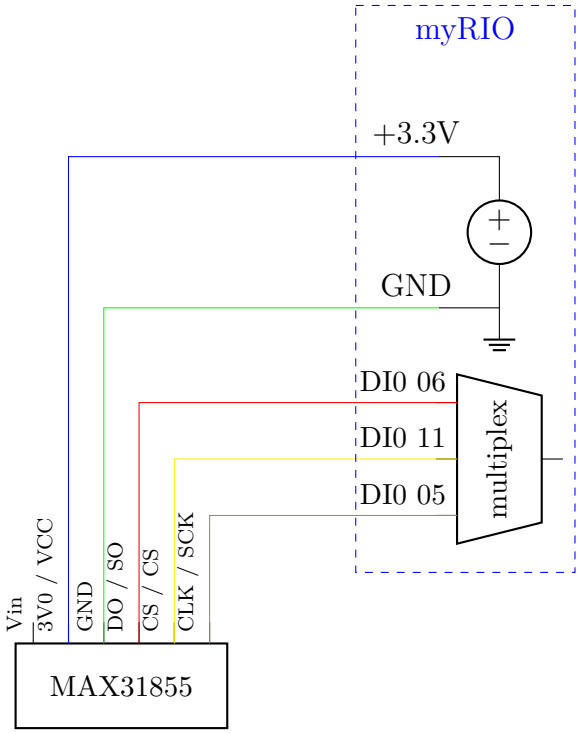

Figura 3.1: Conexión de módulo de lectura de termopar basado en MAX31855.
a. Realice las conexiones del circuito tal y como se indica en la Figura 3.1.
- Leer en en un estructura temporizada el valor de la temperatura de la unión fría y la unión caliente (T) cada 1000 ms, y mostrarlo en un indicador.